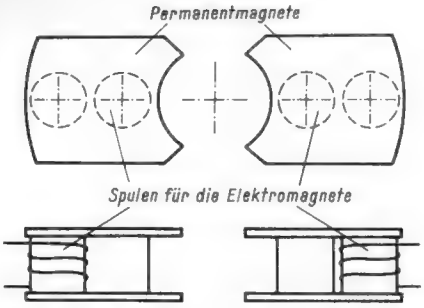
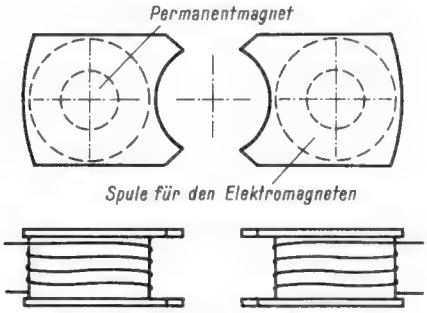

Bild 3a. Kombination von Permanentmagneten und Elektromagneten
Bild 3b. Die Erregerspulen für den Elektromagneten umgeben den Permanentmagneten
3. Die beiden Anordnungen 1 und 2 können auch nach *Bild 3* durch eine Kombination von Elektromagneten mit Permanentmagneten verwirklicht werden. In Bild 3a sind in jedem Polschuh ein Permanentmagnet und ein Elektromagnet nebeneinander angeordnet, in Bild 3b ist die Erregerspule direkt auf den Permanentmagneten gewickelt. Der notwendige Erregerstrom für den Elektromagneten kann dann auf fast die Hälfte des Stromes, d. h. ein Viertel der Leistung, herabgesetzt werden. Durch Umpolen des Elektromagneten läßt sich erreichen, daß sich die Magnetfelder von Permanent- und Elektromagnet kompensieren, so daß auch mit dieser Anordnung dem Kunden die Wahl zwischen dem Empfang eines normalen Bildes mit Zeilenstruktur und eines zeilenfreien Bildes möglich ist.